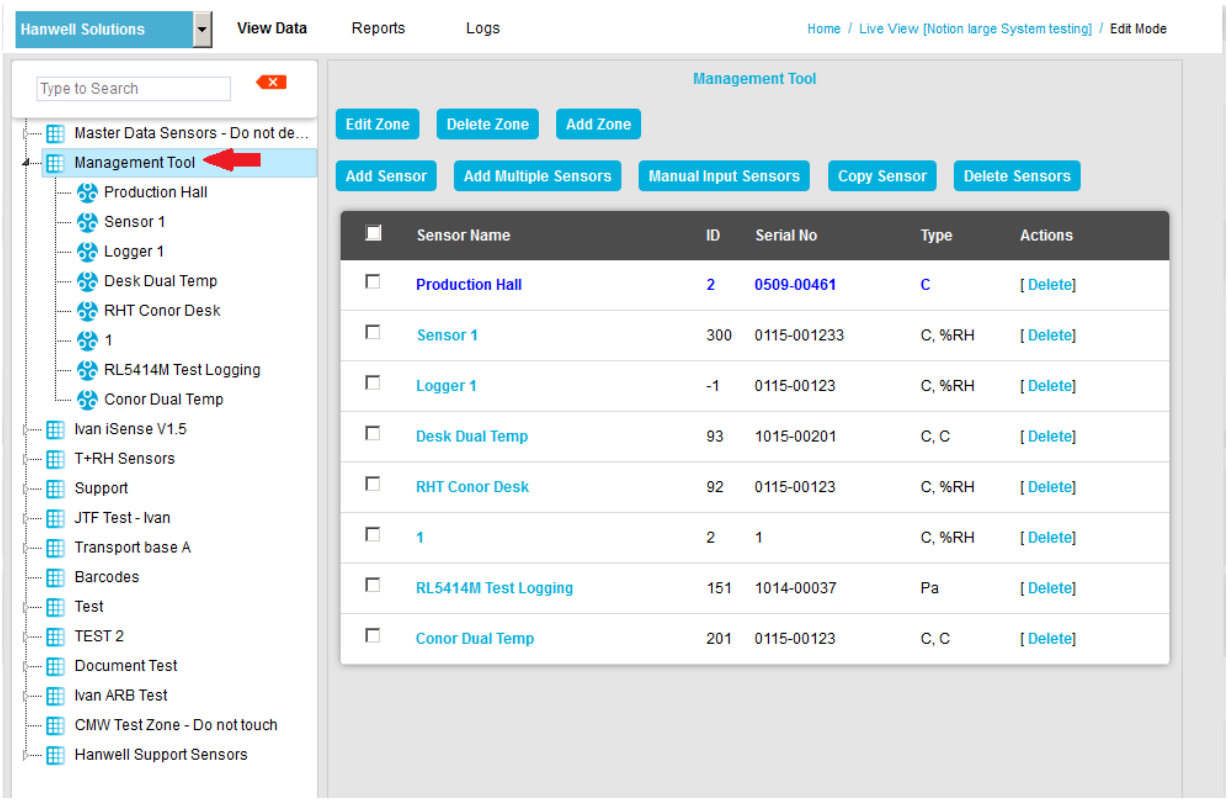

Figure 24
- To display another Zone's **Edit Mode** window, click on the entry for the required Zone in the left-hand menu. For an example, see Figure 24 below: